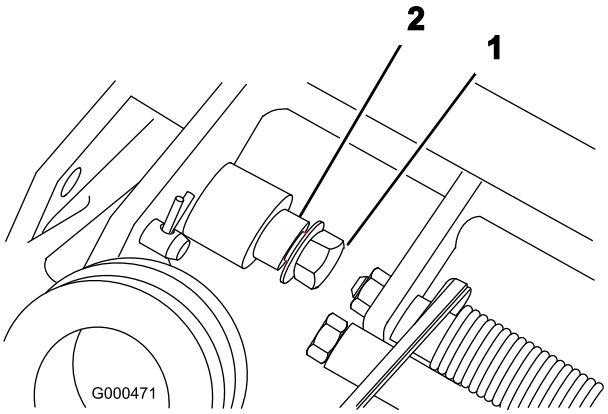

Figure 7
1. Retirez le contre-écrou à embase du boulon et de l'axe de pivot de chaque côté de la machine (Figure 7).